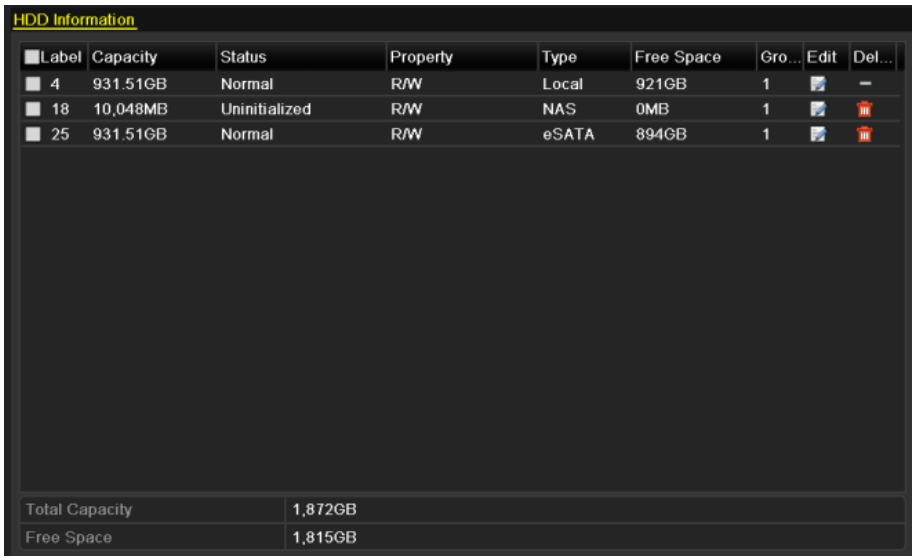

Figure 13. 22 View HDD Status (1)
2. Check the status of each HDD which is displayed on the list, as shown in Figure 13. 22.